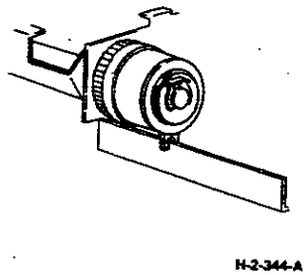

**Рисунок 2. Расположение муфты**
2. (Рисунок 2) Установите муфту так, чтобы край отбортовки вошел в ее паз.